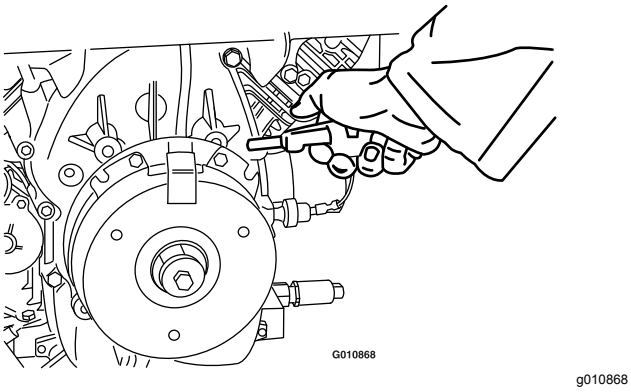

Figur 73
2. Använd tryckluft för att blåsa bort skräp som ansamlats under bromsstången och runt bromsdistanserna (Figur 73).